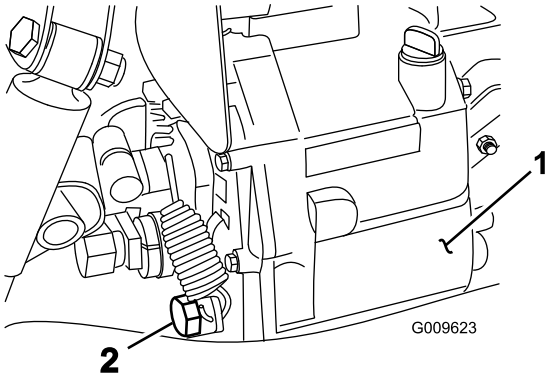

Figur 68
2. Fjern aftapningsproppen fra siden af beholderen, og lad hydraulikvæsken løbe ud i en drænbakke (Figur 68).